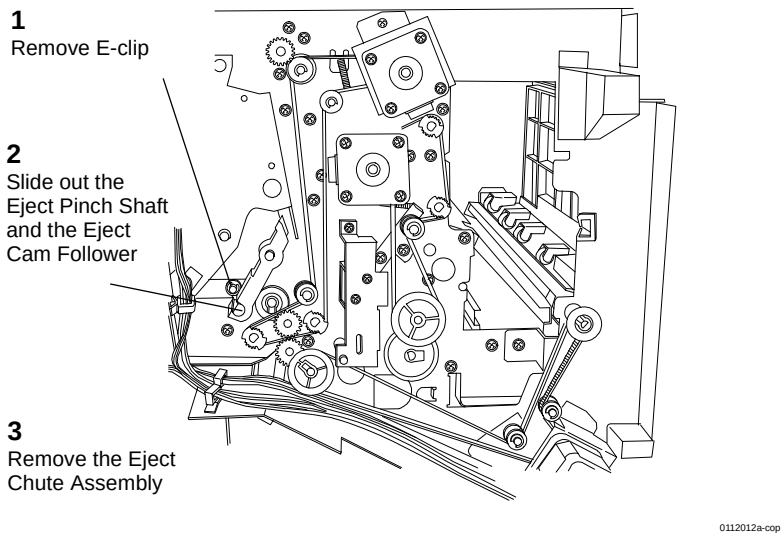

Figure 3 Removing the Eject Chute Assembly
9. Remove the Eject Chute Assembly (Figure 3).